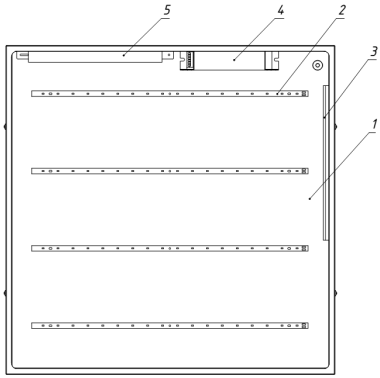

Рисунок 1 — Конструкция автономного аварийного светильника Geniled.
3.3. Светильник Geniled Офис состоит из основных частей (см. рисунок 1):